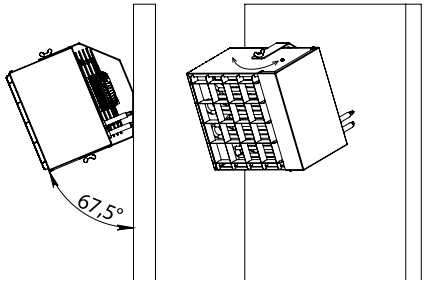

Рис. 8 - Наклон 67,5°
- Направление потока под углом 22,5° с возможностью поворота относительно оси вращения. (Рис.8)